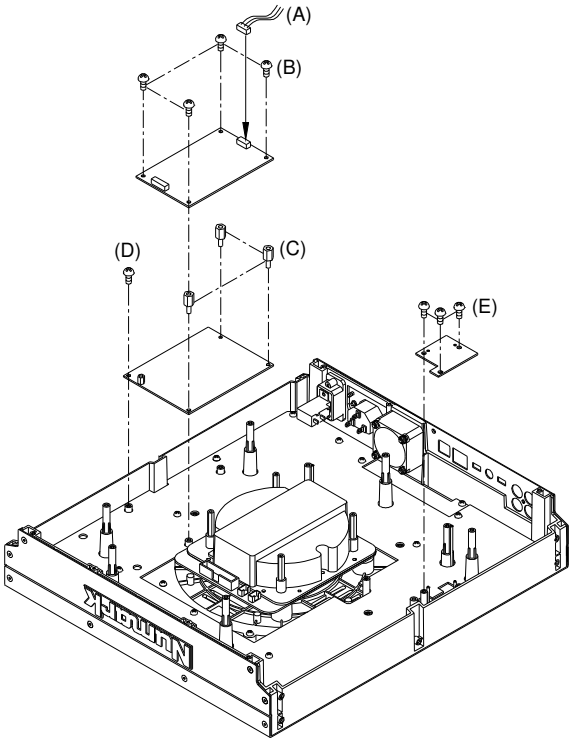

Fig.3
3.REMOVAL OF SWITCHING POWER AND Bleep/Reverse PCB .(Fig3)